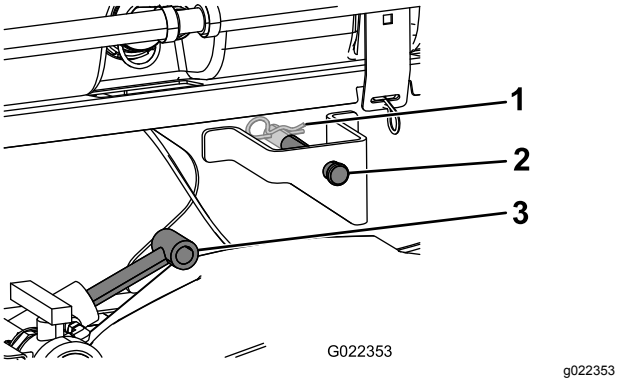

Figur 9
3. Udvid løftecylinderne til beslagene på tankplatformen, og placer cylinderfittingerne, så de flugter med hullerne i tankplatformens beslag (Figur 9).